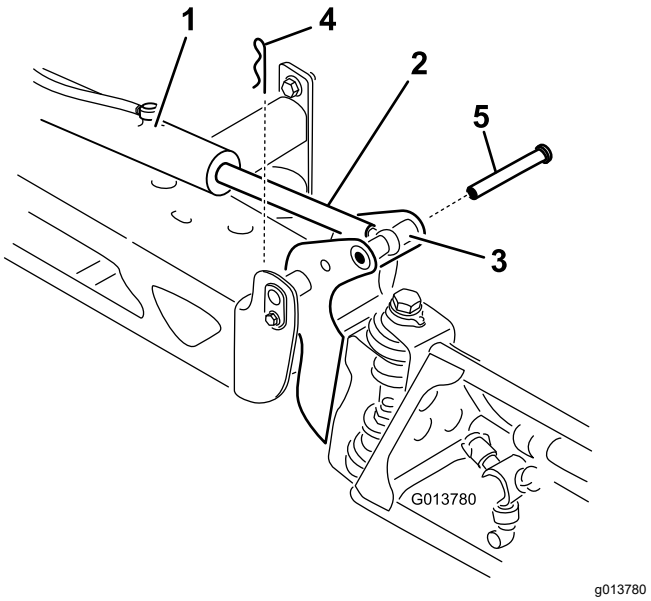

Bild 113
2. Nehmen Sie den Splint vom Lagerbolzen ab (Bild 113).
3. Heben Sie den Ausleger an und nehmen Sie den Stift ab (Bild 113), senken Sie den Ausleger dann langsam auf den Boden ab.
9. Halten Sie den Ausleger fest und stecken Sie den Stift durch beide Auslegerscharniere und dem Stangenende (Bild 113).